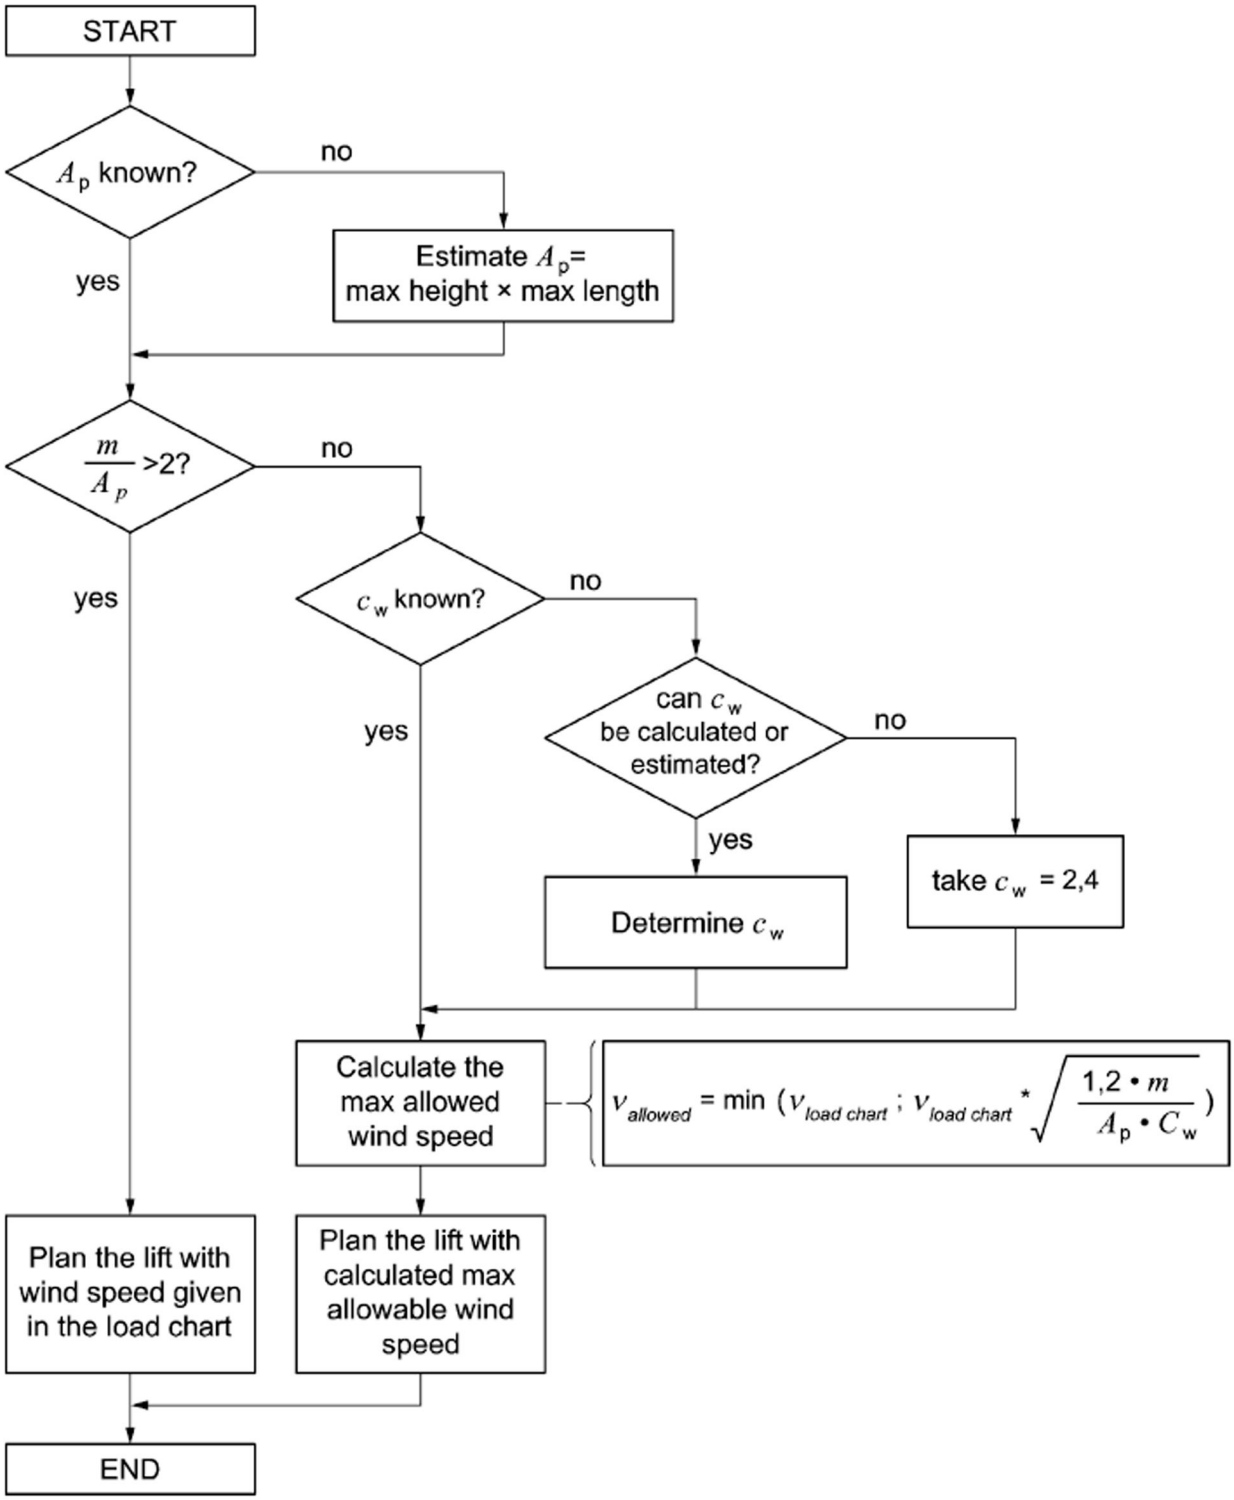

Fig. 715: Simplified procedure for determining the maximum permissible wind speed
- Note that the area exposed to wind of the load considered in the load calculation is 1.2 m^2/t (cw value as factor already considered). If the load's area that is exposed to wind is larger: Calculate maximum permissible wind speed (see: fig. 715, page 584) or contact Liebherr customer service. Loads may not be picked up until this evaluation has been performed.